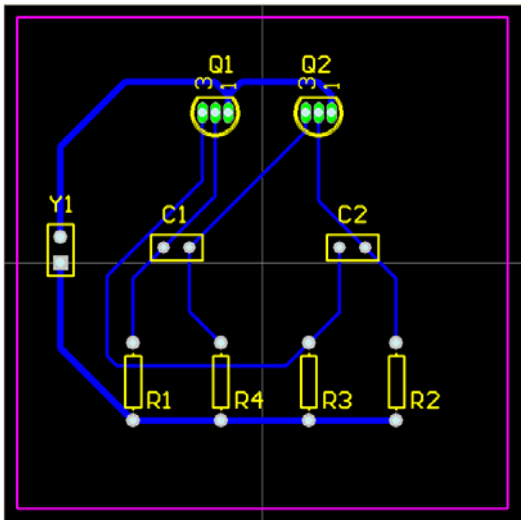

図 6. ボトムレイヤーにマニュアル配線された状態
11. 残りの部分も、この手順と同じ方法で配線できます。図 6 にマニュアル配線したボードを示します。